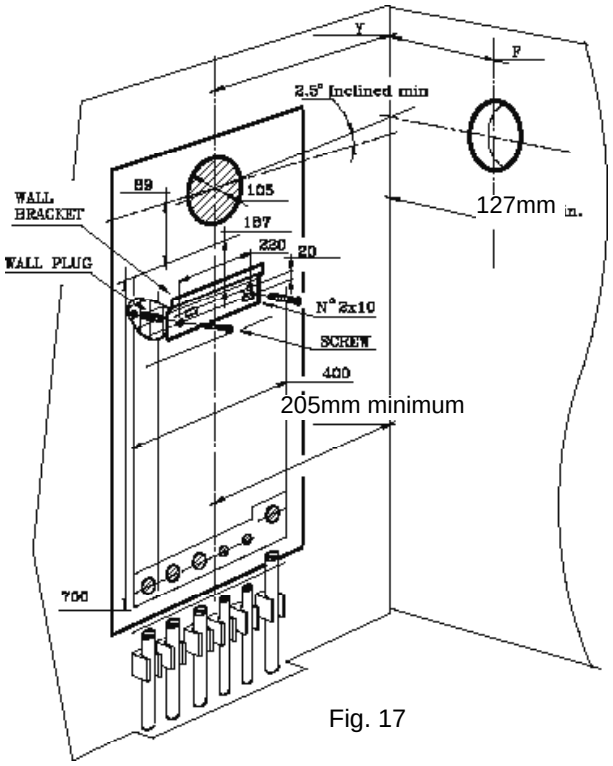

Fig. 17
5.7.1 - Attach the template to the wall with adhesive tape, making sure that the centre line is vertical and that the distance from the centre line to the nearest side wall is not less than measurement in Fig.17.
- Trace the centre of the flue duct hole measure distance . From the corner of the wall (Fig. 17), measure the distance (127mm) between the centre of flue duct hole to the corner.
Insert plastic expansion plugs (Fig. 17).